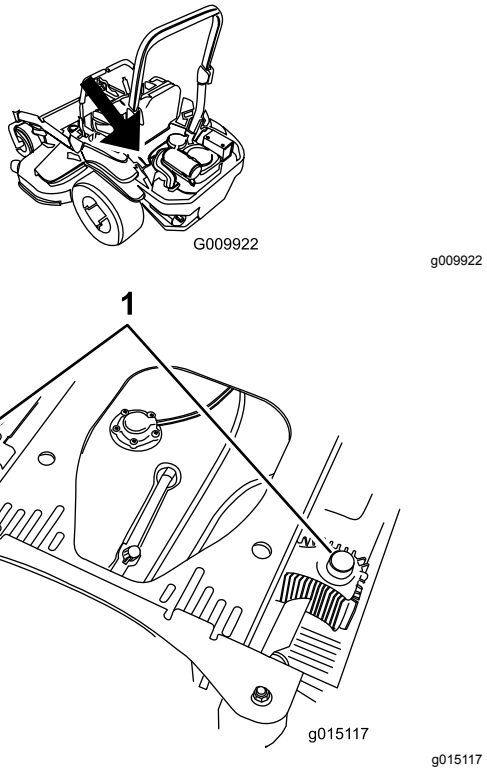

Figure 88
4. Débarrassez les capots de l'unité hydraulique de l'herbe et des débris accumulés dessus (Figure 88).